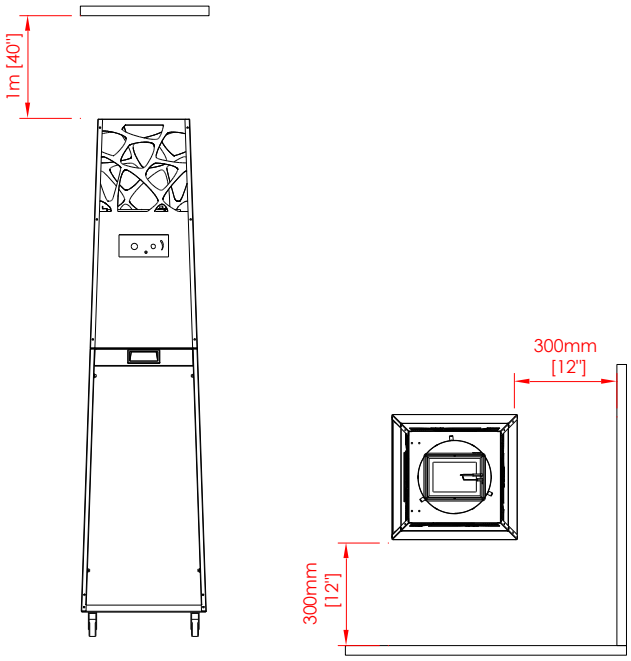

Fig 2 – Distancias mínimas
- Este aparato debe mantenerse alejado de materiales inflamables durante su uso. No coloque ningún material combustible a una distancia de 0,3 m de PYRAMID y 1 m sobre el aparato (Fig. 2)